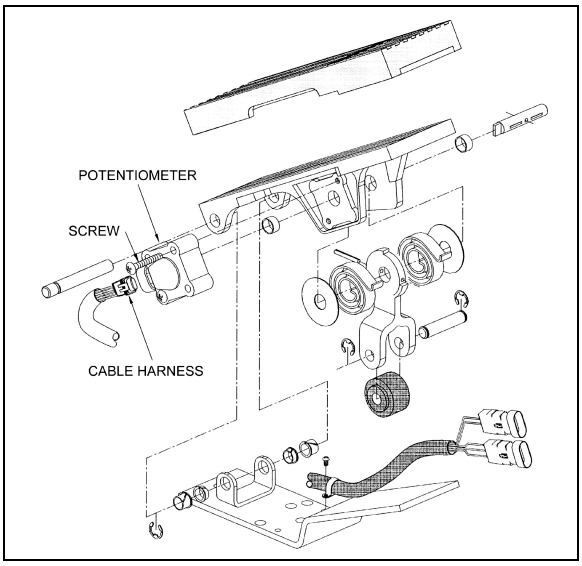

FIGURE 14: ELECTRONIC FOOT PEDAL ASSEMBLY 03035
3. Discard potentiometer (Fig. 14).
4. Position new potentiometer. Press potentiometer onto the potentiometer shaft, matching cutouts in shaft to drive tangs of potentiometer. Apply hand pressure until potentiometer has bottomed out in housing. Reinstall screws (Fig. 14) and tighten just enough to secure potentiometer lightly. Tighten screws to 10 - 20 lbf•in (1.5 - .2 N•m).